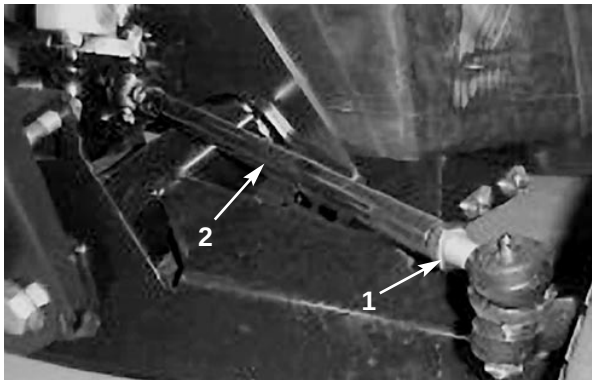

Afbeelding 30
2. Om het inspoor in te stellen, moet u de contramoeren aan beide zijden van de centerpennen losdraaien (Afb. 30).